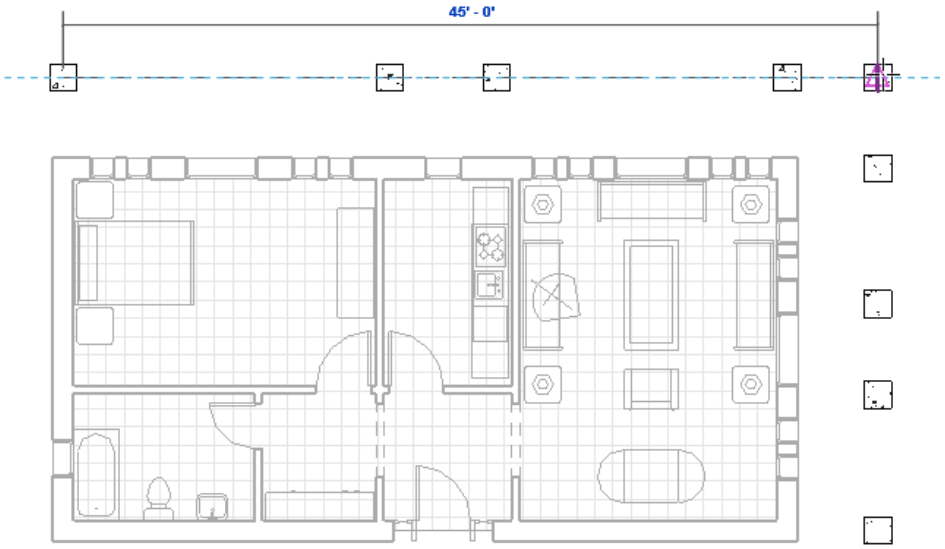

Figure 16-66 *Adding the horizontal structural beam to the Design Option 1*
20. Sketch the horizontal beam between the two columns, as shown in Figure 16-66. Ignore the warning displayed.